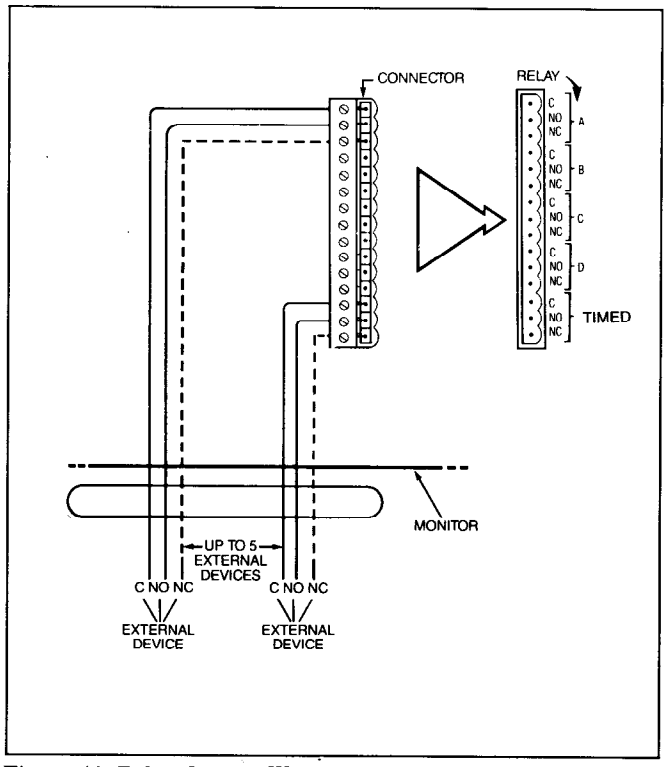

Figure 11. Relay Output Wiring Diagram.
1. Connect the wires (#14 AWG) from each external device to the appropriate terminals on the output module (see Figure 11, "Relay Output Wiring Diagram").